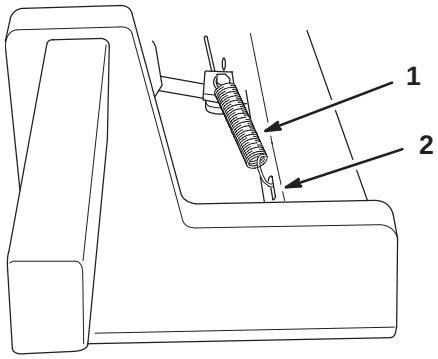

Figure 4
6. Remove the cotter pins from the clevis pins holding the brake struts and yokes together, and discard the cotter pins. Keeping the clevis pin in place, install the short end of the spring into the hole in the clevis pin to retain the parts together. Connect the other end of the springs to the slotted holes in the lift arms (Fig. 4).